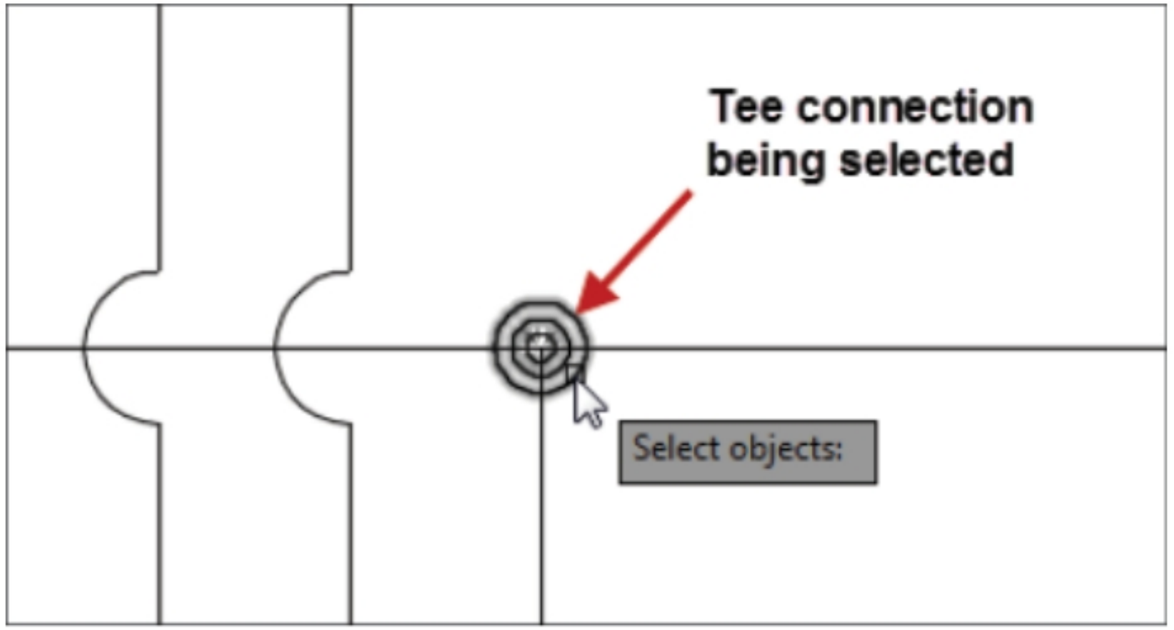

Figure-93. Tee connection being selected
- Click on the tee connection that you want to toggle; refer to Figure-93.